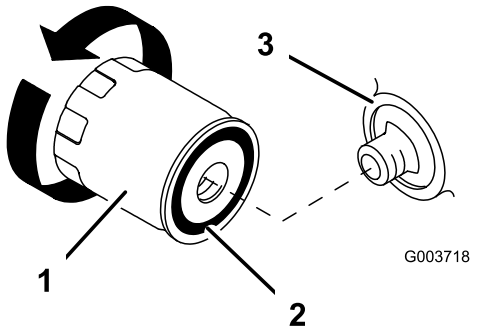

Figure 28
3. Remove the old filter and wipe the filter adapter (Figure 28) gasket surface.
5. Apply a thin coat of new oil to the rubber gasket on the replacement filter (Figure 28).
6. Install the replacement oil filter to the filter adapter. Turn the oil filter clockwise until the rubber gasket contacts the filter adapter, then tighten the filter an additional 1/2 turn (Figure 28).